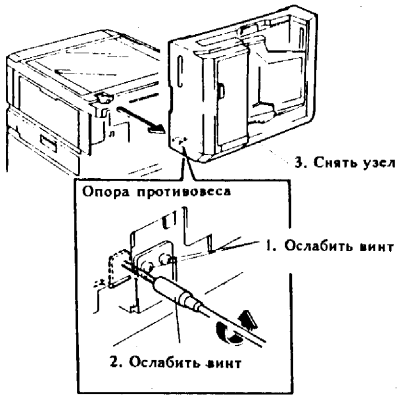

Рис.3 Снятие узла автоподатчика оригиналов
7. Снять узел автоподатчика оригиналов с опоры противовеса (рис.3).